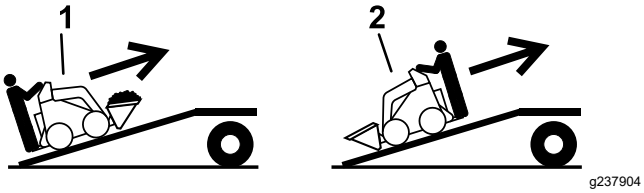

Rysunek 14
5. Załadunek maszyny na przyczepę wykonuj tak, aby cięższa jej strona była po wyższej stronie pochylni, ładunek przewoź nisko (Rysunek 14).